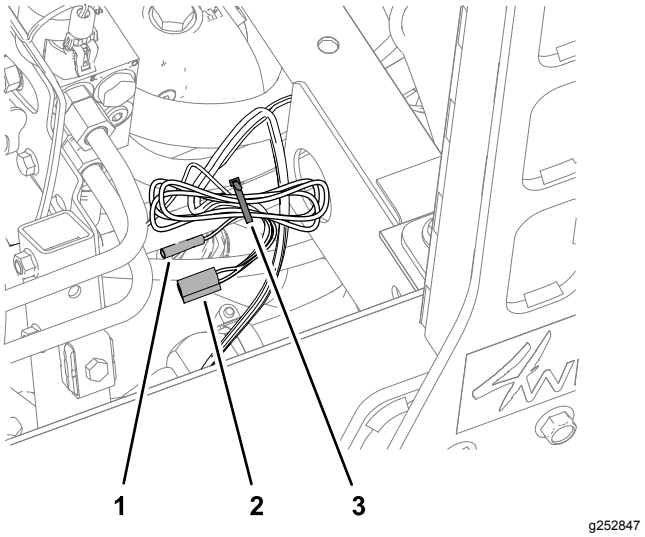

Figur 12
1. Bunt sammen ledningen og hylseterminalen merket med A/C CLUTCH med ledningene og koblingen med to sokler merket med WATER PUMP (Figur 12).
2. Fest ledningsbunten til maskinen med et kabelfeste (Figur 12).